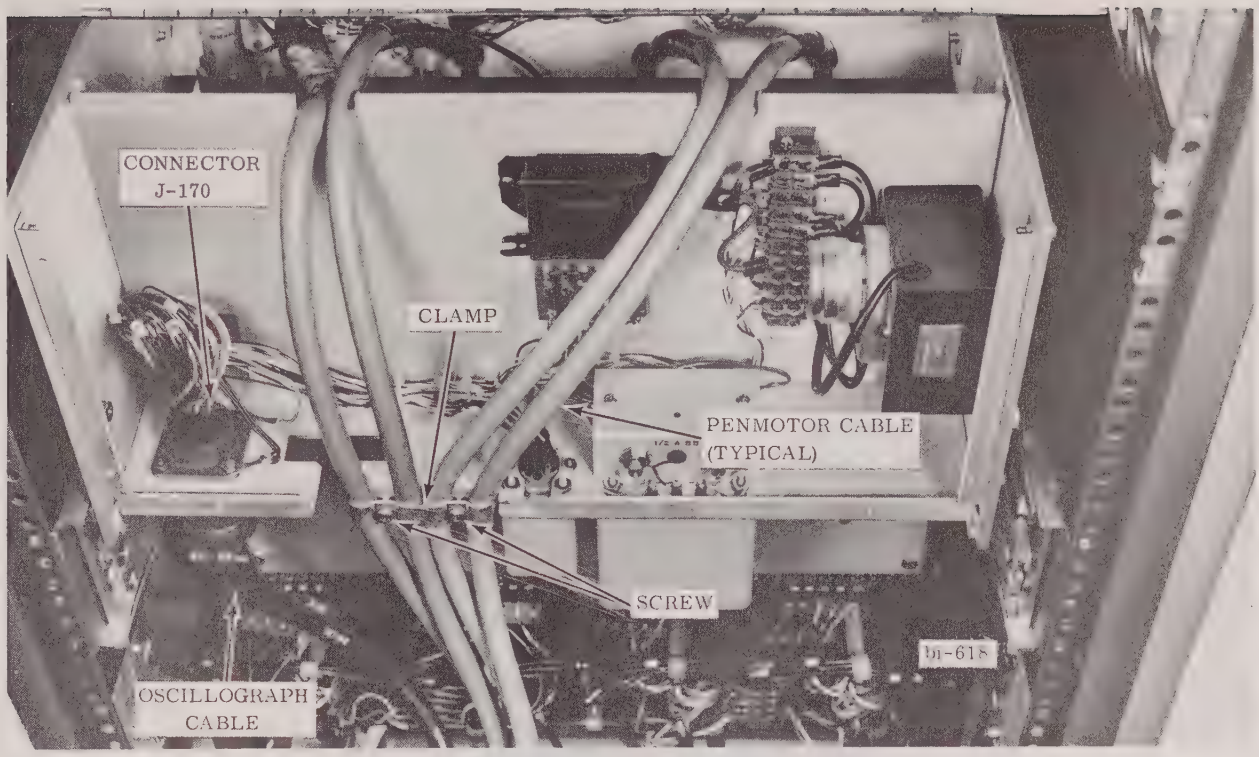

FIGURE 2-3 INSTALLATION OF VERTICAL OSCILLOGRAPH
10. Connect oscillograph cable connector to J-701 on rear of oscillograph (Fig. 2-3).